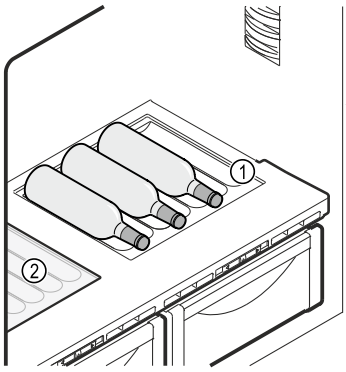

Fig. 104 Exempelbild
▶ Lägg in glasplattan *Fig. 104 (2)* under det variabla flaskstället.